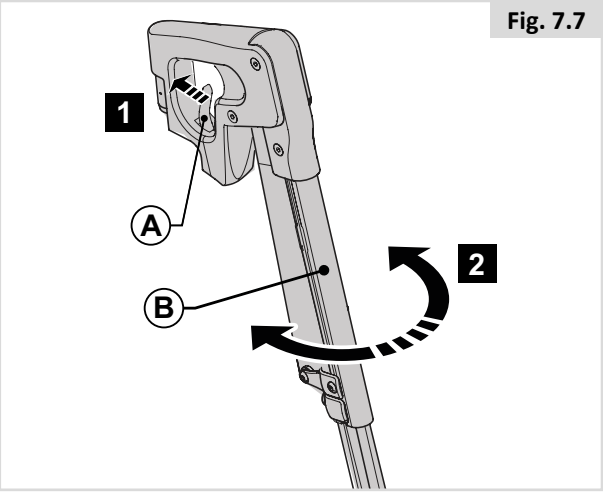

Fig. 7.7
7.6 Wegzwenkbare beensteunen (fig. 7.7)